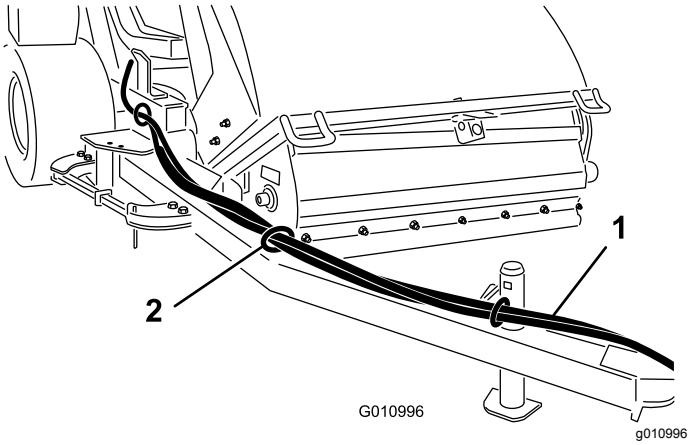

Figur 11
1. Før de hydrauliske slangene og ledningsfastspenneren gjennom slangeførerne til fronten på koblingsarmen (Figur 11).